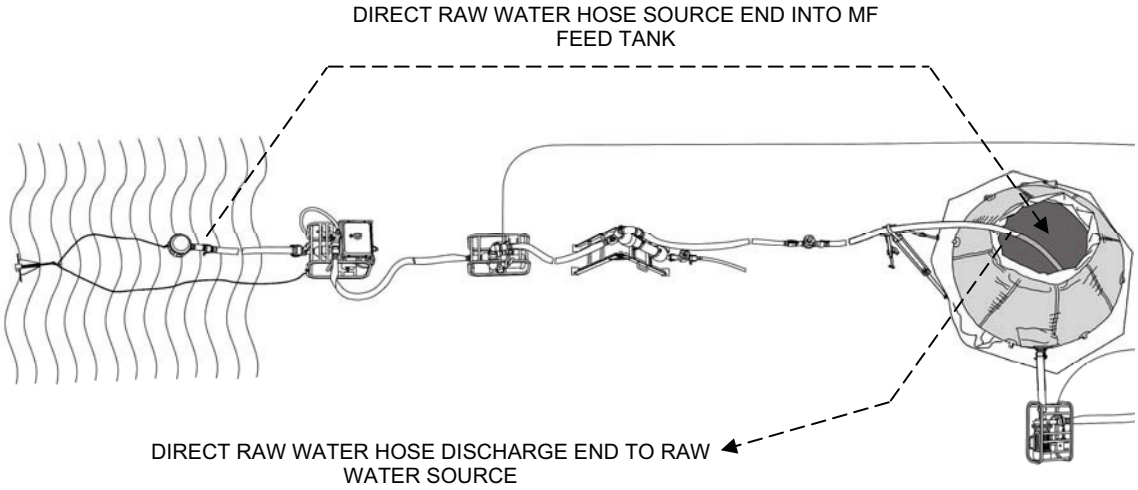

Figure 1. Raw Water System Flush Layout.
6. Place the open end of the raw water suction source hose into the MF feed tank as far as it will go. Place the middle of the hose on top of the tripod and secure the hose to the tripod with a hook and loop strap (Figure 1)